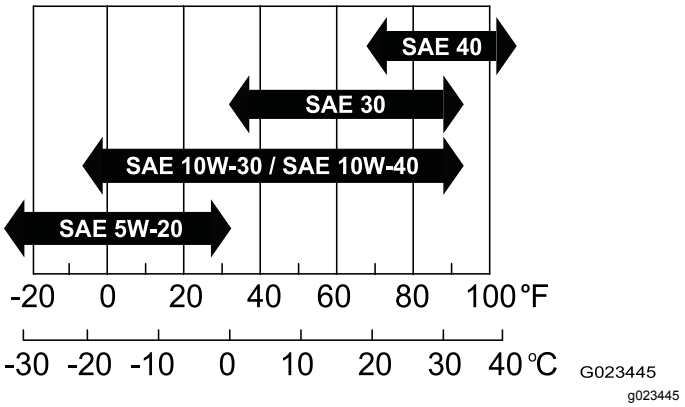

**Рисунок 37**
- **Вязкость:** SAE 30; другие значения вязкости см. в следующей таблице (Рисунок 37):